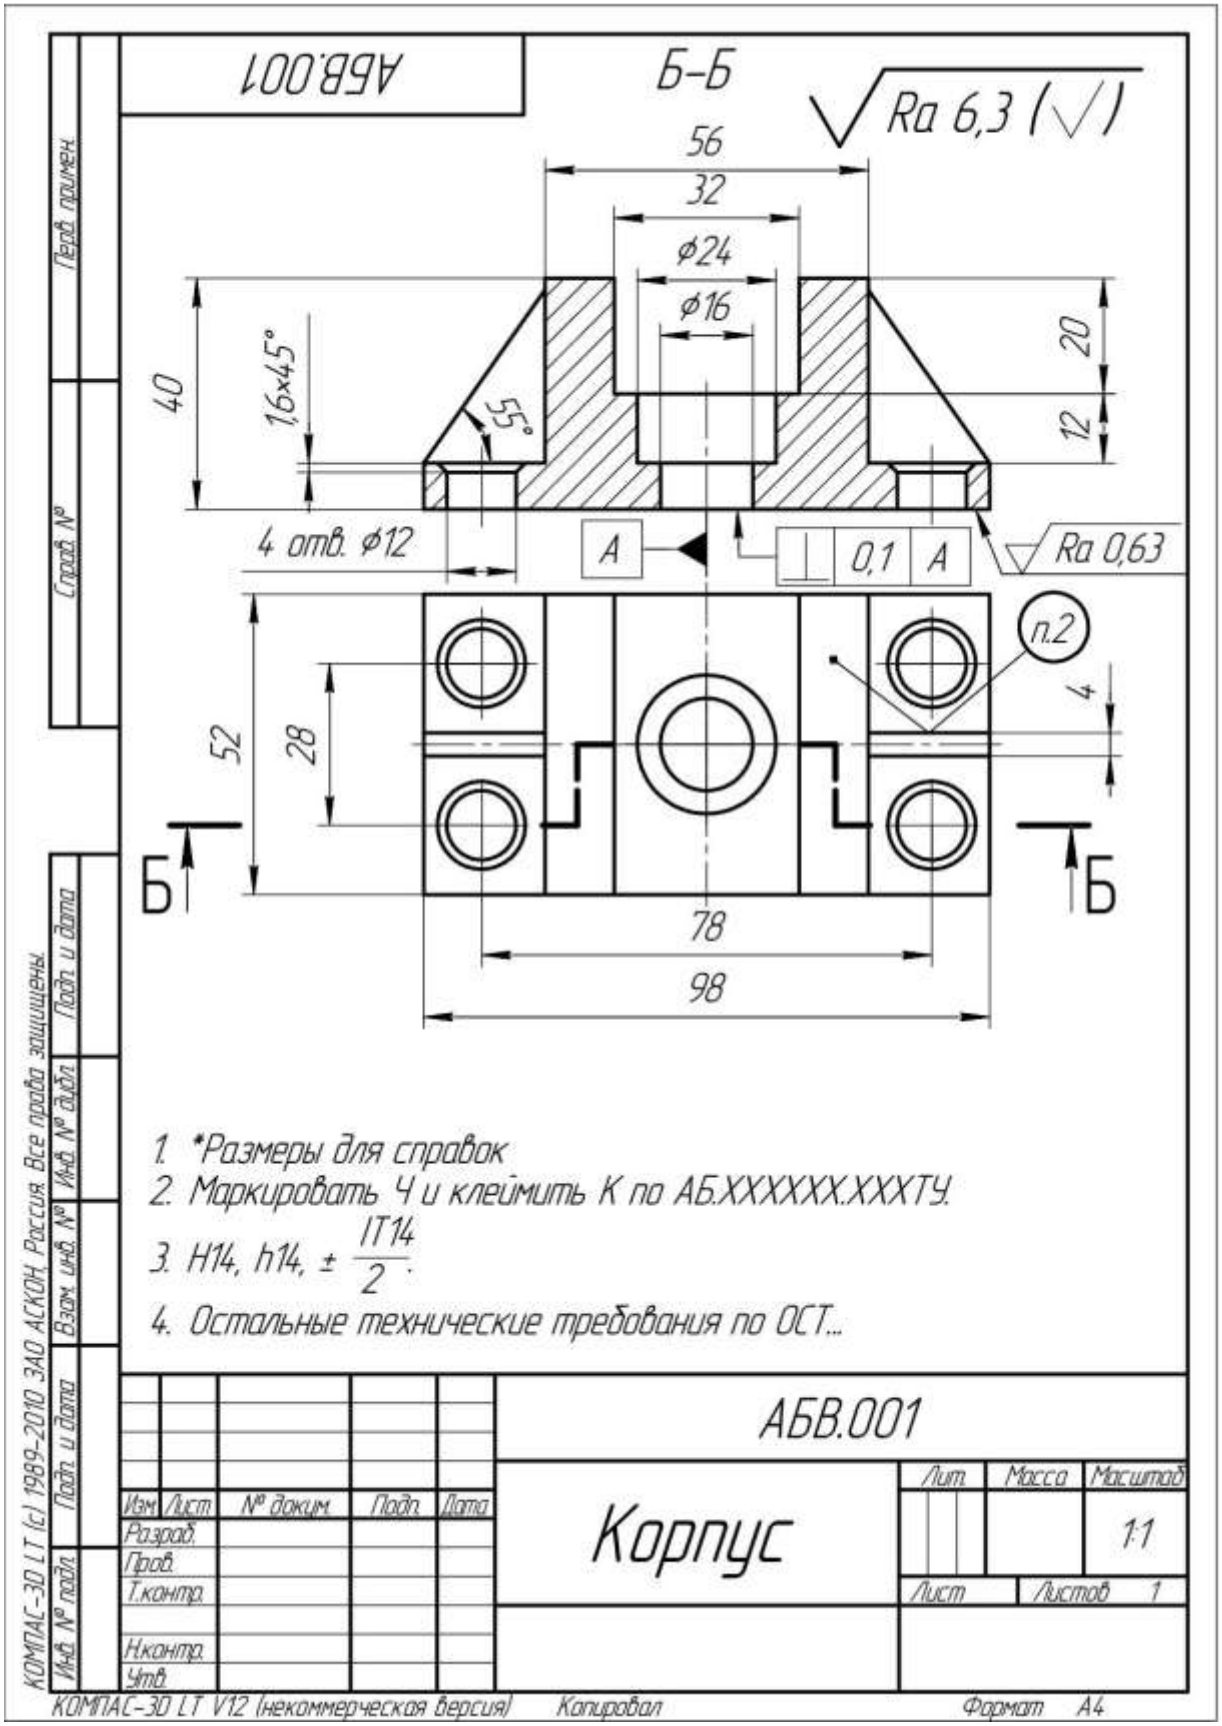

Рис. 2. Задание для лабораторной работы.
3. Начертите деталь, изображенную на рис. 2.